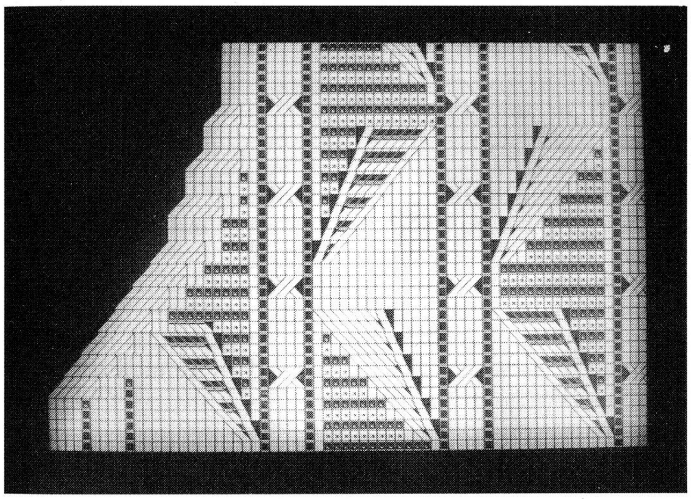

Fig. 6: Spezifische Symbole die die Minderung an einem Artikel zeigen
- Darauf werden die Basismotive in der Weise zusammengefügt, so dass das Ebenbild des Strickstückes entsteht. So kann der Musterhersteller den gewünschten Mustereffekt beurteilen. Er erhält hierdurch einen getreulichen Aspekt, der dem so programmierten Struktur-Geschick gleichsieht (siehe Fig. 6, 7, 8 und 9).